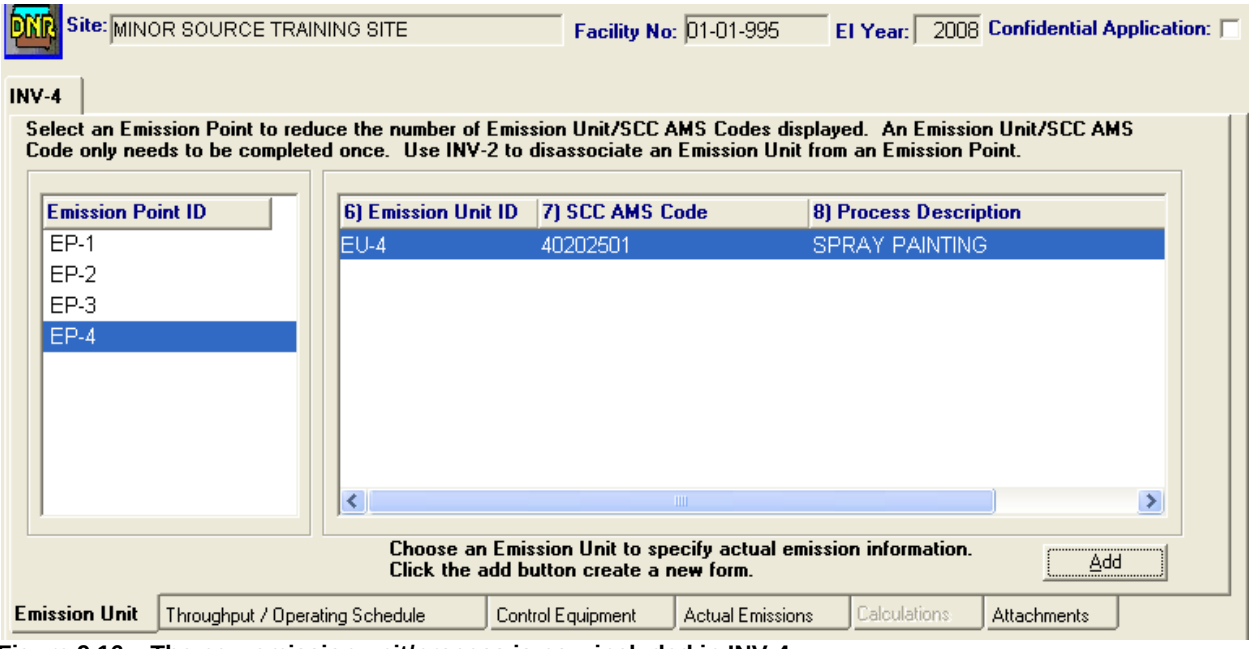

Figure 9.16 – The new emission unit/process is now included in INV-4
5. Highlight the emission unit/process and click the **X** on the top right corner to bring the emission unit/process into **INV-4** (see Figure 9.16).